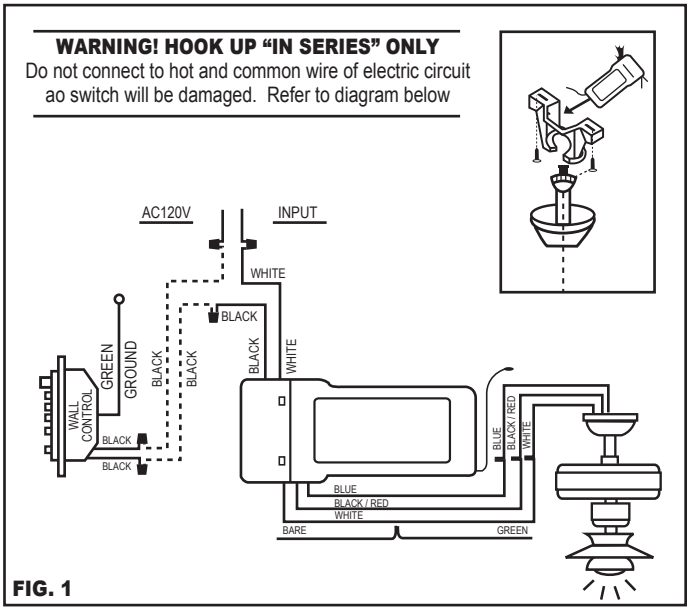

FIG. 1
**NOTE:** The frequencies on your Receiver and Transmitter have been preset at the factory. Before installing the Receiver, make sure the dip switches on the Receiver are set to the same position on the Transmitter. (Fig. 1) The dip switches on the Transmitter are located on one side of the control.
Remove wall plate, disconnect and remove the toggle switch from wall junction box. Using the wire nuts provided, make the electrical connections to the new Transmitter unit as shown in figure 1.
Retirez la plaque murale, débranchez et retirez le commutateur de la boîte de connexion murale. À l'aide des serre-fils fournis, effectuez le branchement électrique du nouvel émetteur, comme cela est illustré à la figure 1.
**NOTA:** Las frecuencias en el receptor y el transmisor han sido preestablecidas en fábrica. Antes de instalar el receptor, asegúrese de que los microinterruptores del receptor estén en la misma posición en el transmisor (FIG. 1). Los microinterruptores en el transmisor se encuentran en uno de los lados del control.